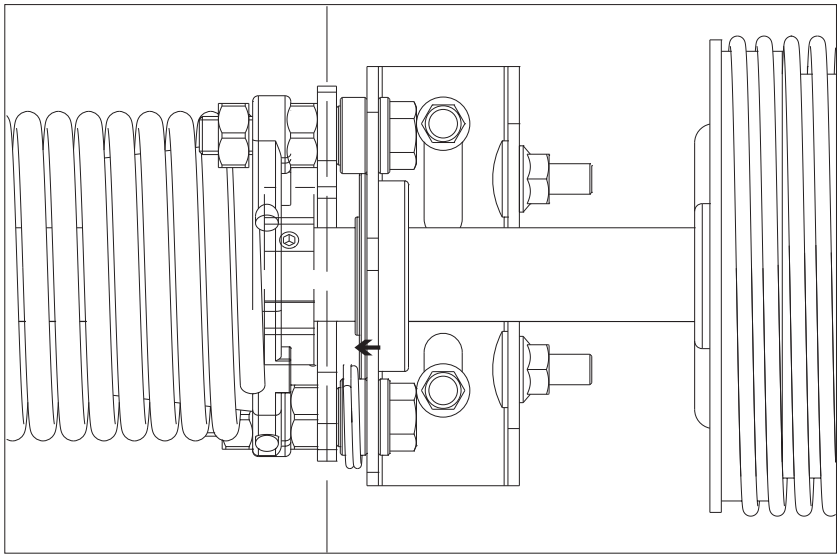

*Рис.24.1*
1) зубчатое колесо храповой муфты установить так, чтобы зуб фиксирующей пластины не входил в паз колеса (колесо сдвинуть в сторону пружины – направление указанно стрелкой на рис. 24.1). Этим обеспечивается свободное вращение вала относительно храповой муфты, необходимое для последующей регулировки натяжения тросов;